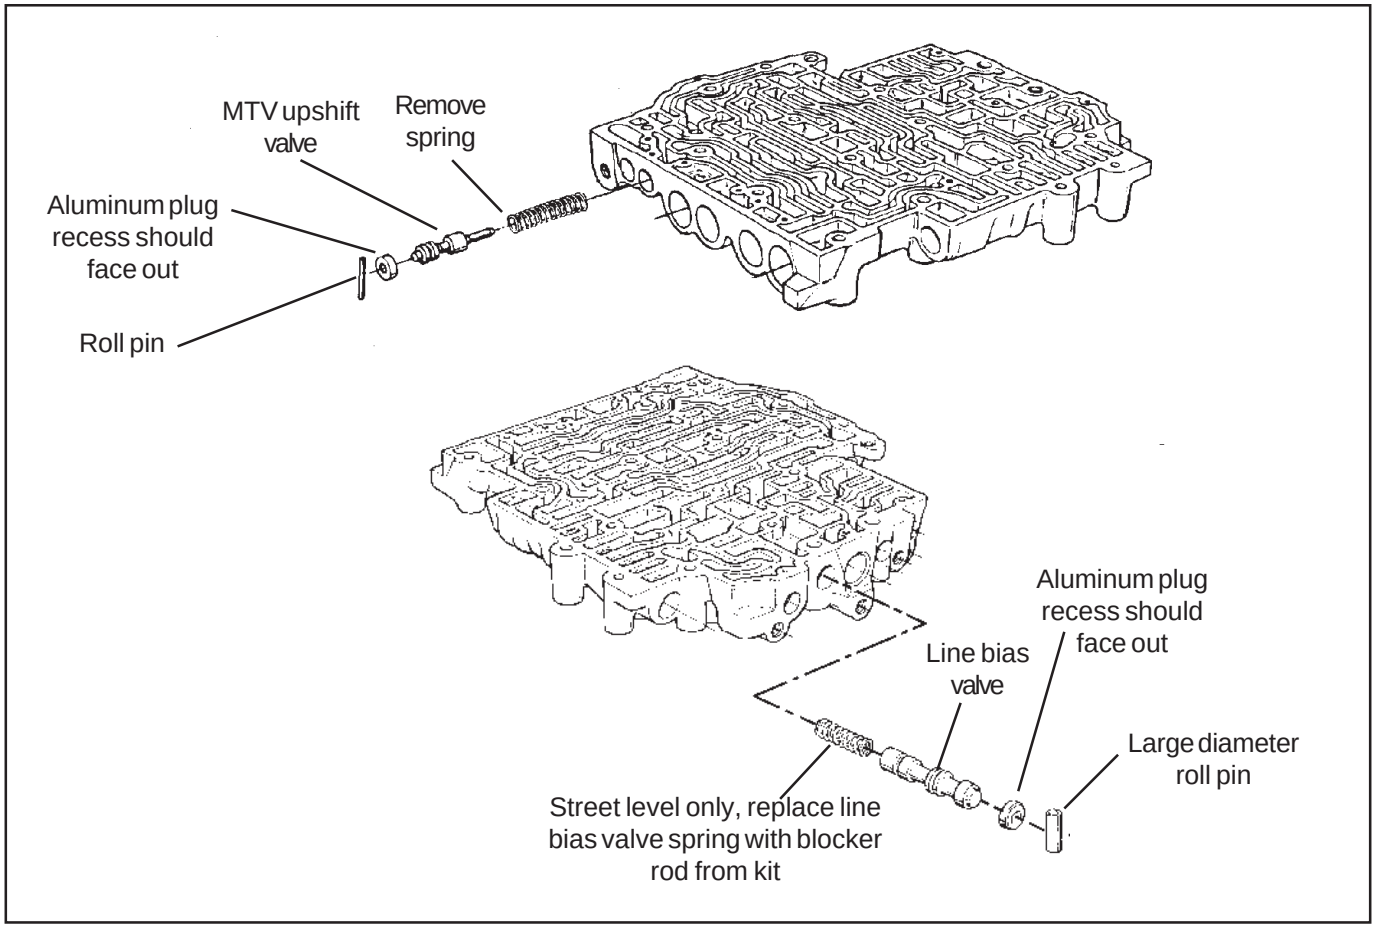

Figure 5
STEP 8. Heavy Duty and Street; MTV upshift valve (See Fig. 5.)
Compress and remove the large roll pin retaining the line bias valve **(See Fig. 5.)** Take care to not distort the roll pin more than is required to remove it. Remove the aluminum plug, valve and spring from bore. The spring will not be re used. Insert the blocker rod from the kit into the bore. Install the valve and aluminum plug as removed. If the aluminum plug extends into the roll pin hole, remove the blocker rod and grind or file a small amount from either end of the blocker rod until the aluminum plug clears the roll pin hole when all parts are installed.